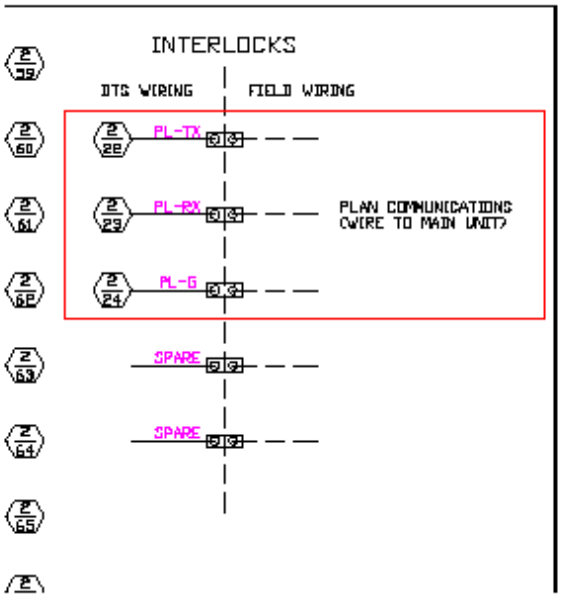

Figure 1
6) **Control Wiring:** Connect the communication wiring from the Economizer terminal block to the Heat Exchanger terminal block as shown in Figure 1.